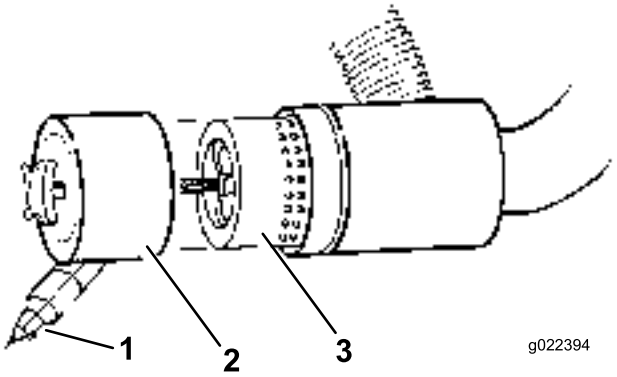

Figur 49
3. Afmonter, og udskift filteret (Figur 49).